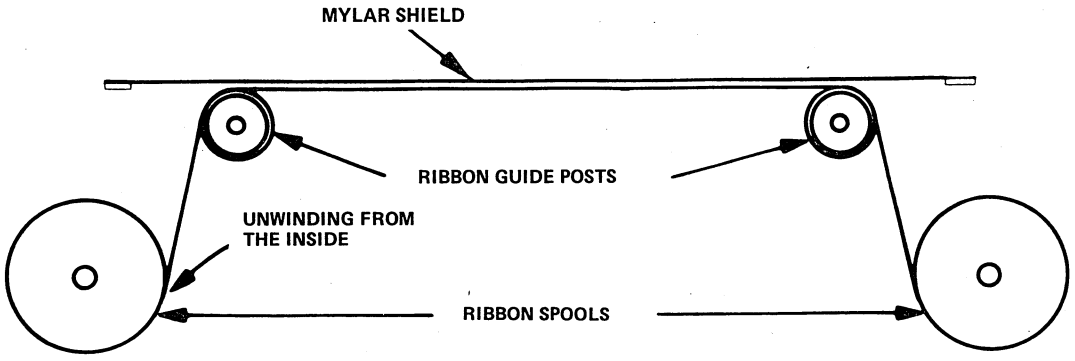

Figure 8-17. Ribbon Installation
2. Move the right-handed edge of the Mylar shield away from the drum until it locks open (figure 8-17).
5. Place one of the new ribbon spools on the left-hand spindle so that ribbon is playing off the inside of the spool (figure 8-17).
7. Route the ribbon around the right-hand guide post and install the second ribbon spool on the right-hand spindle (as shown in figure 8-17).